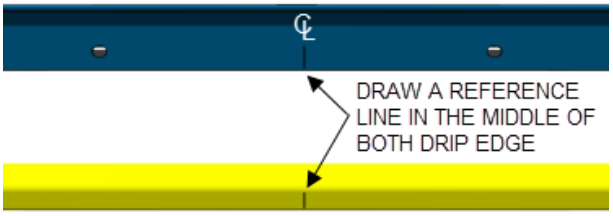

FIGURE 27
6. Draw a line to mark the center of both drip edge (**FIGURE 27**).